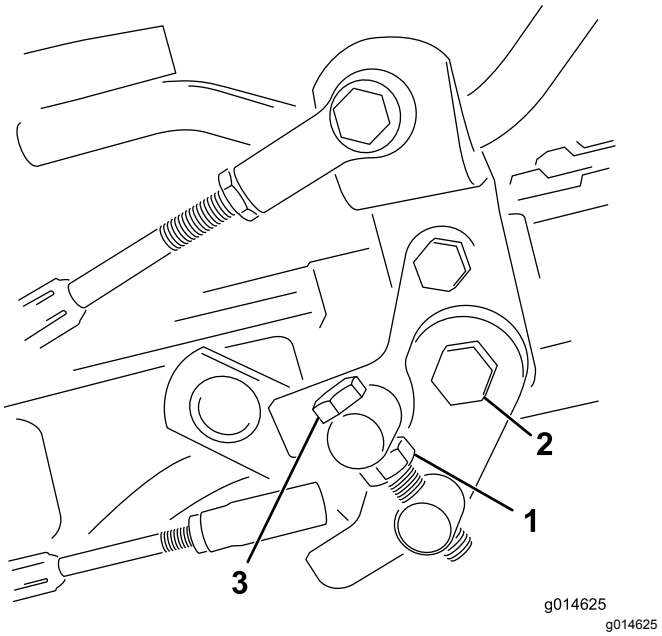

**Figur 37**
1. Lossa kontramuttern på justeringsbulten (Figur 37).
4. Dra åt kontramuttern på justeringsbulten och muttern på pedaltappen för att låsa justeringen (Figur 37). Kontrollera justeringen och ändra vid behov.